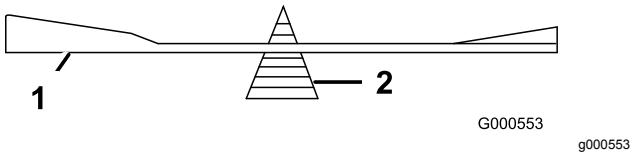

Figur 79
2. Kontroller knivens balance ved at placere den på en afbalanceringsenhed (Figur 79).